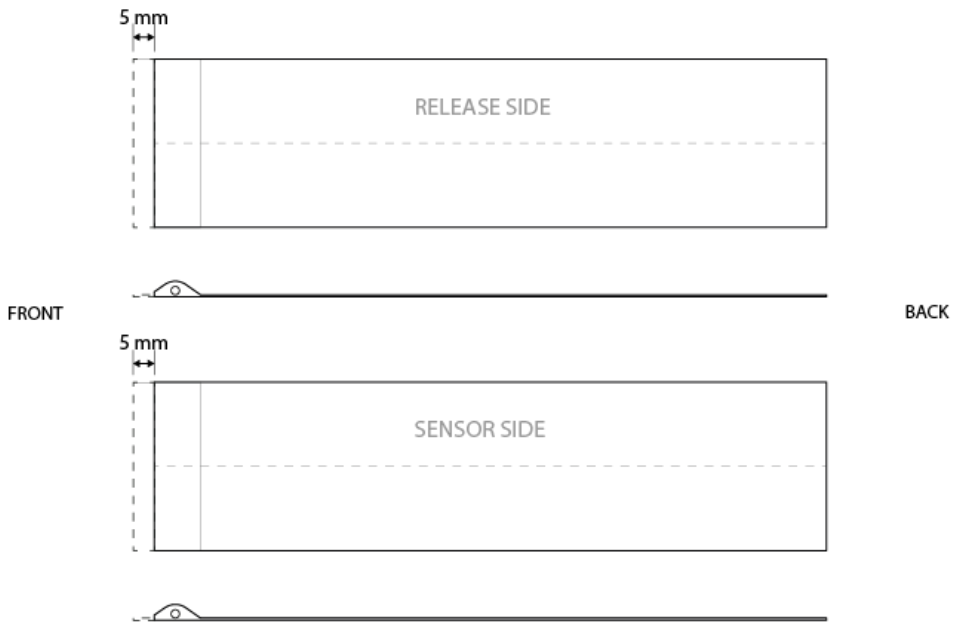

Figure 3
i) Cut 5 mm at the front (see Figure 3)